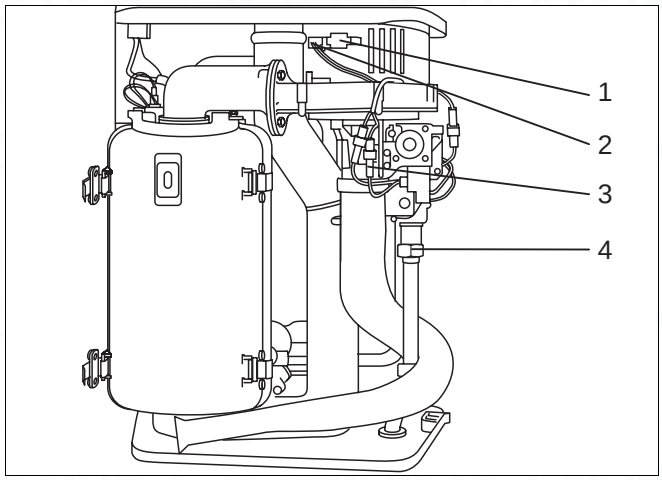

Fig. 42 Replacing the fan on the 600 Series: loosen plug and union nut
- Disconnect the fan, using the plug and socket from the power supply (fig. 42, item 1), loosen the UBA control line at the fan (fig. 42, item 2) and the gas burner fitting (fig. 42, item 3).
- Loosen the union nut (fig. 42, item 4) on the gas burner fitting.